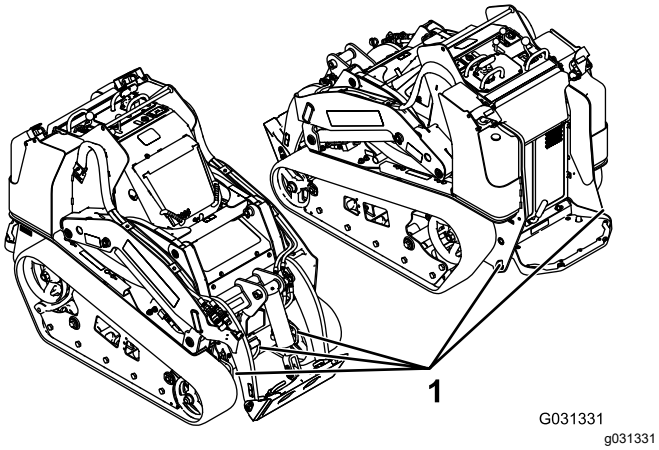

Figuur 29
8. Gebruik de metalen bindogen op de machine om de machine goed vast te maken aan de aanhanger of vrachtwagen. Gebruik hiervoor banden, kettingen, kabels of touwen (Figuur 29). Raadpleeg de lokale voorschriften inzake het vastbinden van de machine.